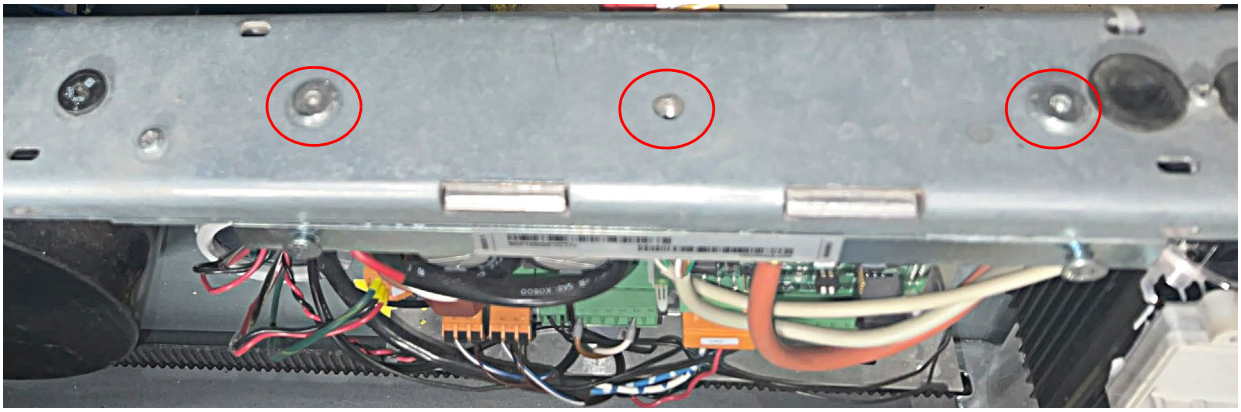

Figure 4 - Door Board Assembly
10. Use a 4mm Allen wrench to remove the bolts securing the door board assembly, and then remove the assembly. See Figure 4.